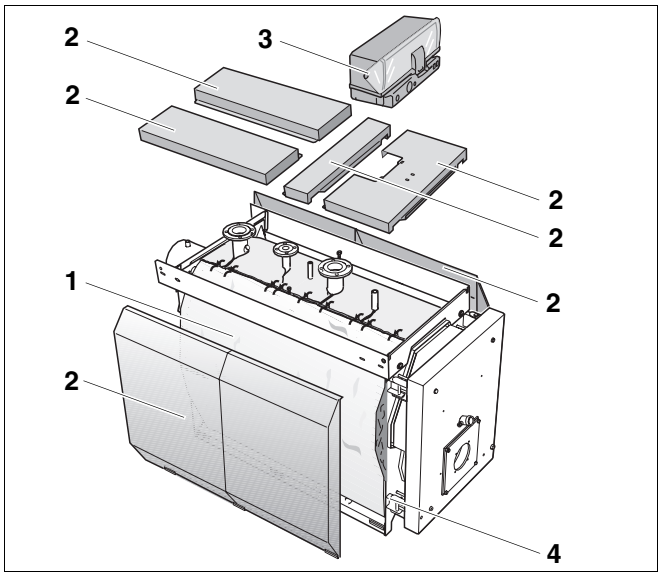
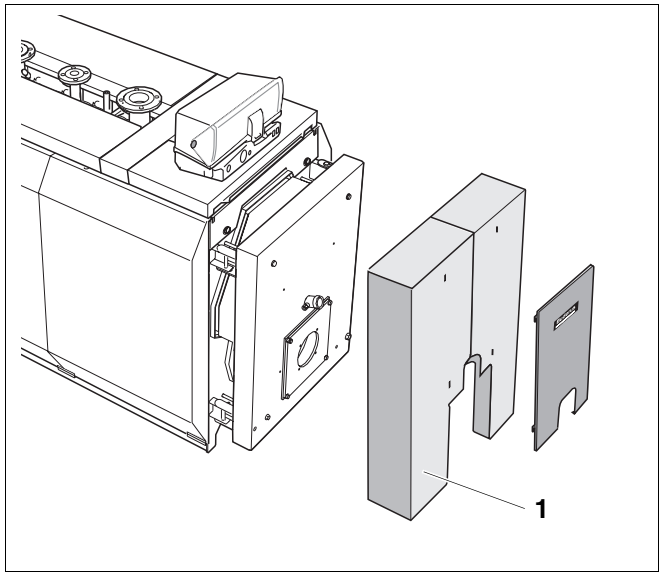

Рис. 1 Специальный отопительный котел Logano S635 на дизельном и газовом топливе
Рис. 2 Специальный отопительный котел Logano S635 на дизельном и газовом топливе
Основные составные части специального отопительного котла Logano S635 (рис. 1):
– Корпус котла (рис. 1, **поз. 4**) с горелкой.
– Обшивка котла (рис. 1, **поз. 2**), теплоизоляция (рис. 1, **поз. 1**) и обшивка дверцы горелки (рис. 2, **поз. 1**).
– Система управления (дополнительный заказ – рис. 1, **поз. 3**)